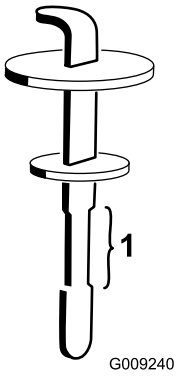

Figuur 134
5. Verwijder de peilstok uit de vulbuis en veeg deze af met een schone doek. Steek de peilstok in de vulbuis, haal hem er vervolgens weer uit en controleer het vloeistofpeil (Figuur 134).